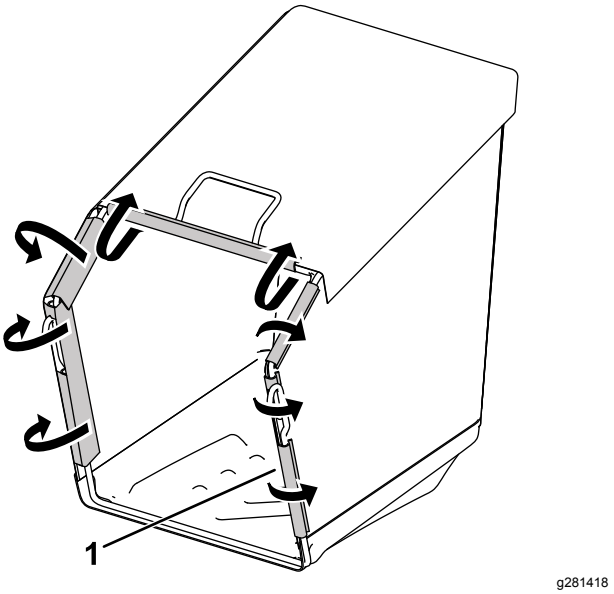

Figur 7
3. Sæt plastikklemmerne fast på græsposens ramme (Figur 7).